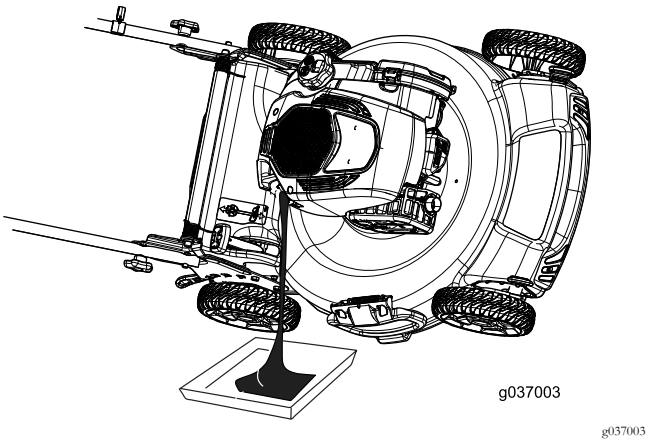

Rysunek 35
4. Przechyl maszynę na bok, z filtrem powietrza skierowanym w górę, aby spuścić zużyty olej przez rurkę wlewu oleju (Rysunek 35).